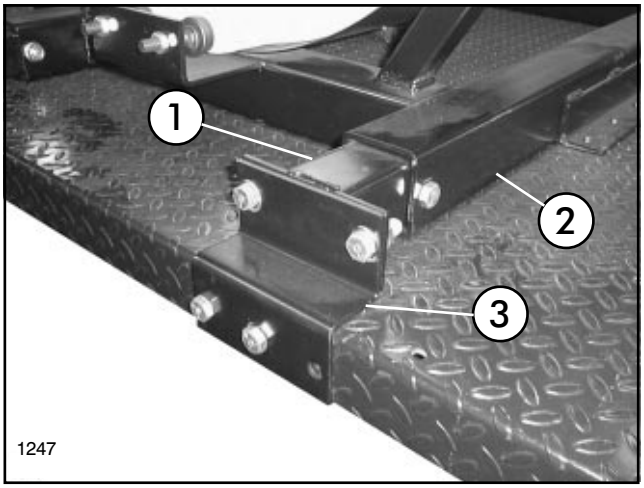

FIG. 1
2. Secure the 1/2" x 42" Agitator Hose to the 90° Barbed Elbow in bottom of Tank using (1) Hose Clamp. Assure that the Barbed Elbow is pointing to the left rear of Tank.
4. Secure the 1-1/4" x 36" Suction Hose to the 90° Barbed Elbow in bottom of Tank using (1) Hose Clamp.
6. Slide the (4) Connector Tubes into the Saddle Assembly. Secure with (4) 1/2" x 3-1/2" cap screws and flange nuts. See FIG. 1.
7. Secure the (4) Mounting Brackets to Connector Tubes using (8) 1/2" x 1-1/2" cap screws and flange nuts.
9. Attach Mounting Brackets to Cargo Bed using (8) 1/2" x 1-1/2" cap screws and flange nuts. See FIG. 1 & 2.